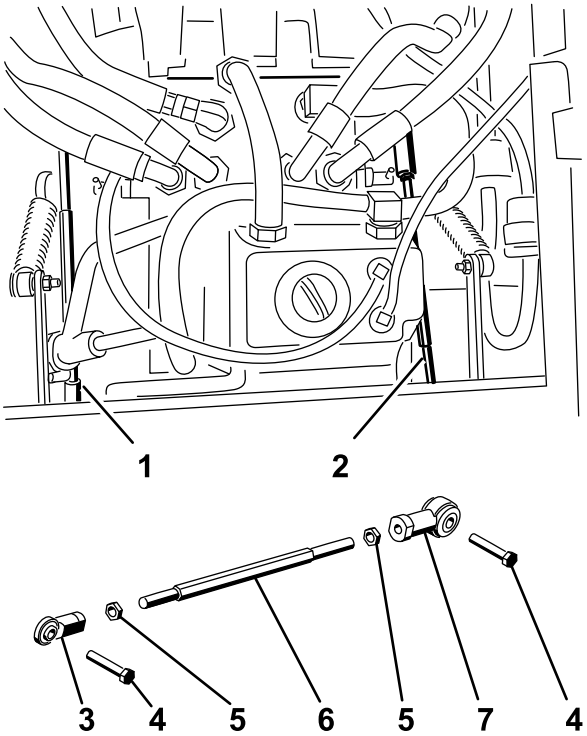

**図 52**
6. 機体の片側で、その側の車輪が停止またはわずかに後退側に回転するように、ポンプロッドの長さを調整する六角シャフトを回して調整する(図 52)。